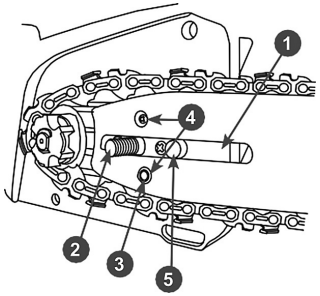

Рис. 4 Установка шины
5. Установите шину на шпильку 2 так, чтобы продольное отверстие 1 шины совпало с направляющим выступом 5, а палец 3 механизма натяжения совпал с нижним отверстием 4 для смазки шины (Рис. 4).